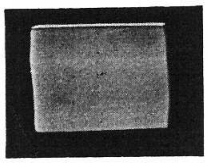

Abb. 192
23. Schalte den Empfänger und die Heizung der Bildröhreneinheit ein. Auf dem Bildschirm muß ein Raster wie in Abb. 192 erscheinen.